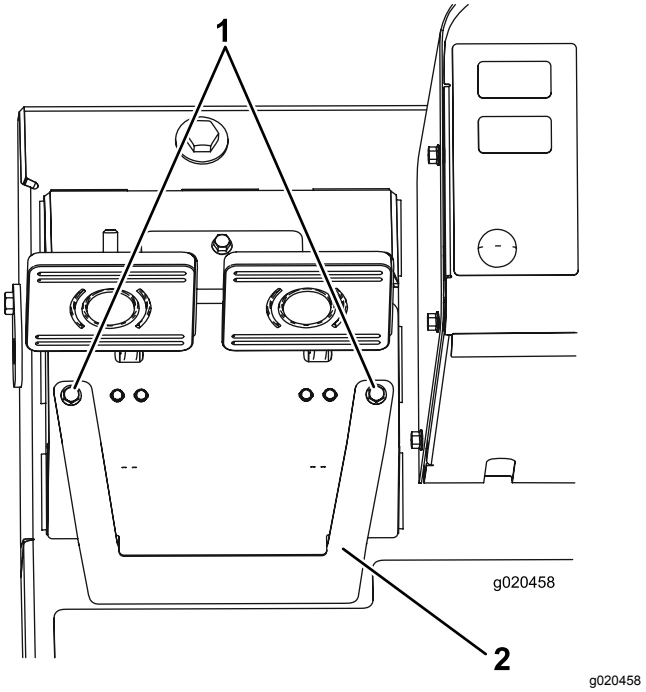

Figuur 94
A. Zet de 2 bevestigingsschroeven los en verwijder de afstelplaat van de rem (Figuur 94).